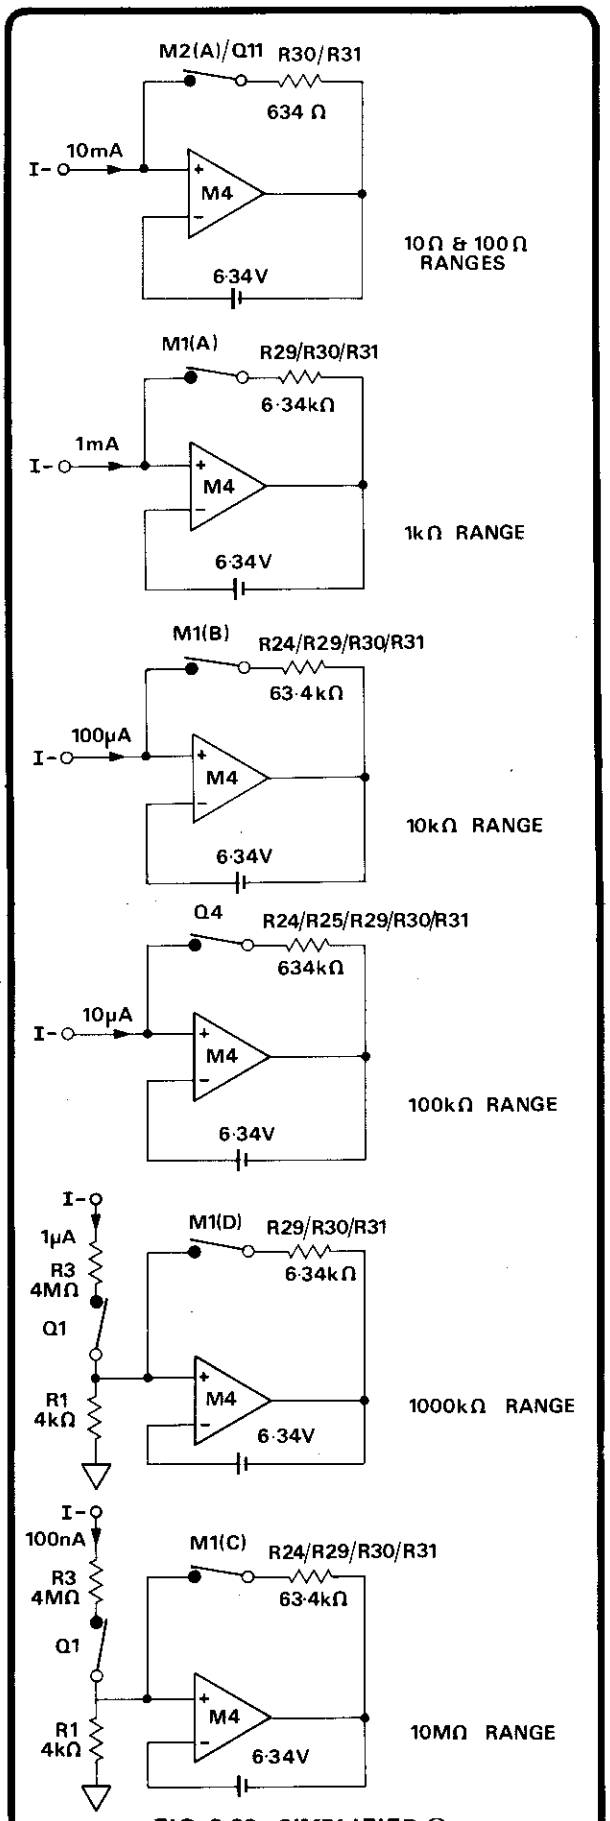

FIG. 3.30 SIMPLIFIED Ω CURRENT SWITCHING
When kΩ's is selected, Q17 (sheet 2) is turned on enabling astable M6 to produce a 200Hz signal to switch M5. Thus when gates B and C of M5 are open, C9 is charged up from the negative reference (originating from the analog section of the A - D converter). These gates then close and A and B open, sharing the charge with C8, the voltage across C8 equals the reference voltage (sheet 1). The voltage developed across C8 causes M4 to sink current through resistor chain R24, R25, R29, R30, R31 until the voltage developed across the chain balances that across C8. Thus the current required for a particular range is selected by the value of the resistor chain switched by M1, M2 and Q4. Simplified diagram Fig. 3.30 shows the resistor chain and switching for each range. On the high resistance ranges leakage paths are provided by Q3, M2(B) and M2(C).